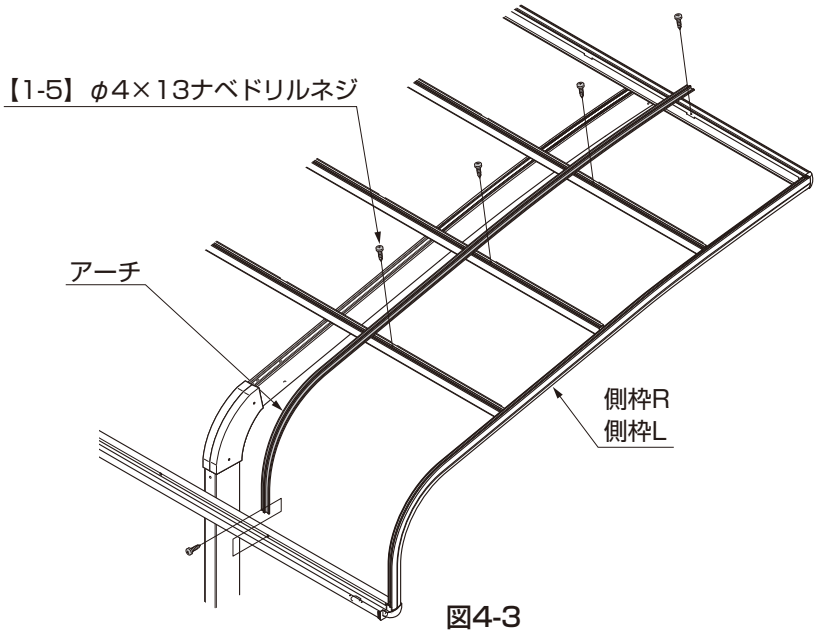

図4-3
②前枠・後枠・母屋に側枠R・側枠Lの穴を合わせて、【1-5】で取付けてください。
③前枠・後枠・母屋にアーチの穴を合わせて、【1-5】で取付けてください。（図4-3参照）